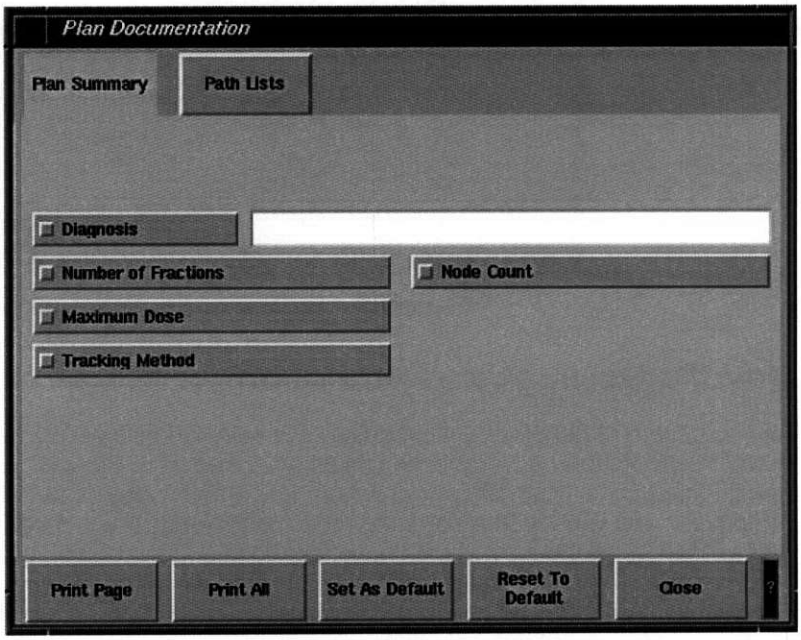
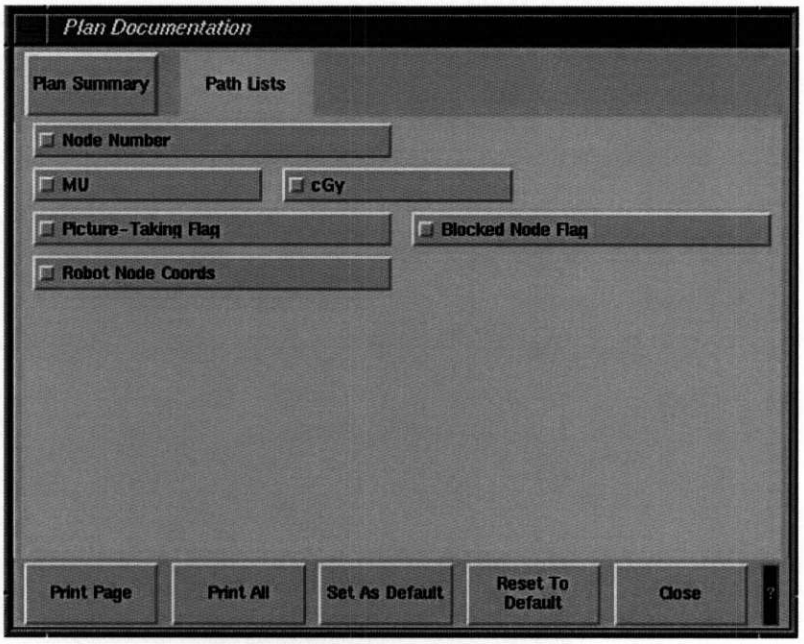

**Figure 19 Plan Summary**
**Figure 20 Path Checklists**
3. Open Documentation under Plan to open print documentation. This function allows you to print a plan summary (*Figure 19 Plan Summary, page 20*) and path checklist (*Figure 20 Path Checklists, page 21*). You can select or omit data to print from either data sheet. The most recently saved version of the plan named in the title bar is printed.